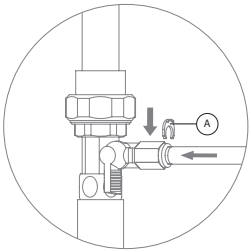

Рис. 9
2. Пластиковую трубку, идущую на вход в систему присоедините к фитингу адаптер-вентиля (см. раздел «Присоединение трубок» (стр. 8)), (рис. 9).